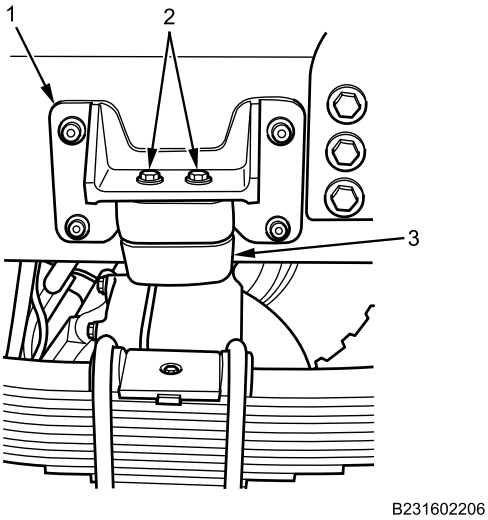

Figure 2. Auxiliary Spring.
1. Apply corrosion preventive compound to auxiliary spring bolts (Figure 2, Item 2) and nuts.
2. Install auxiliary spring bolts (Figure 2, Item 2), nuts, and auxiliary rubber spring (Figure 2, Item 3) on auxiliary spring bracket (Figure 2, Item 1). Torque nuts to 60-75 lb-ft (81-102 N•m).